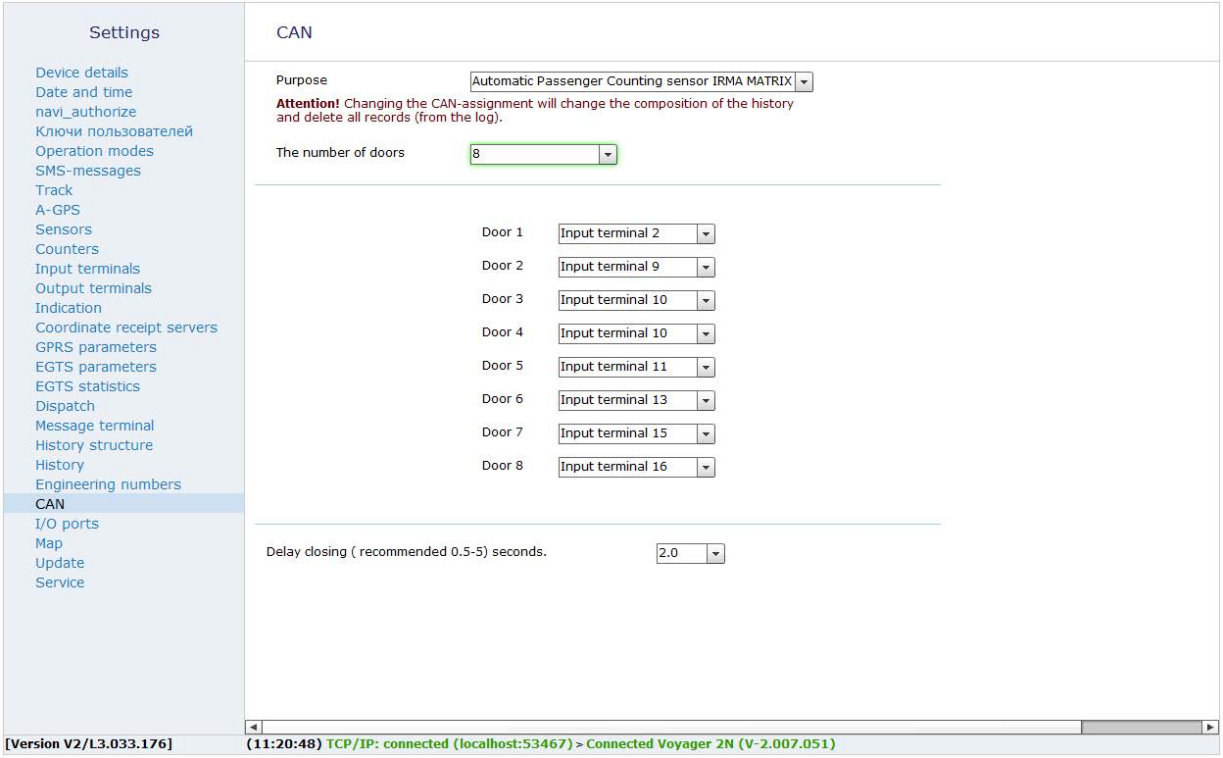

Figure 44. “CAN” section → Automatic Passenger Counting sensor IRMA MATRIX
2. In the “I/O Ports” section, select the RS485 port and assign the BUS J1708 bus to it (Fig. 44).